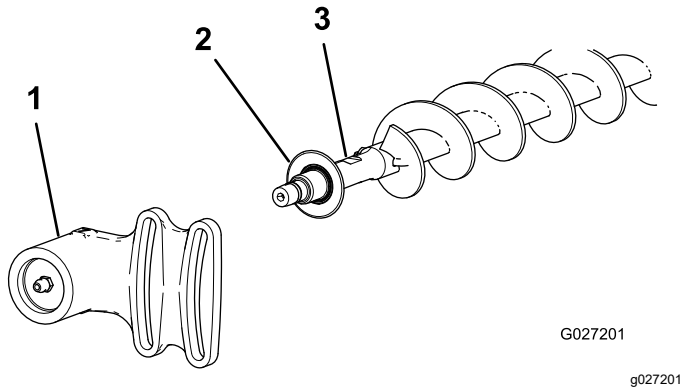

Figur 22
1. Om en rullborste är monterad på klippenheten tar du bort de två skruvarna, brickorna och muttrarna som fäster det icke-drivande lagerhuset på lagerhusets monteringsfäste (Figur 21 och Figur 22).
2. Dra av det icke-drivande lagerhuset och uteslängningstätningen från borstaxeln (Figur 22).
9. Montera uteslängningstätningen och det icke-drivande lagerhuset på borstaxeln (Figur 22).